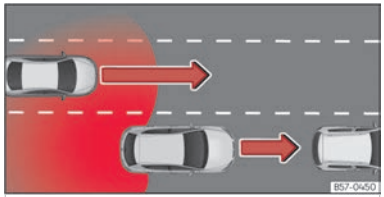

Fig. 150 Adelantamiento con tráfico en la parte trasera.
- Cuando se es adelantado por otro vehículo ››› fig. 150.